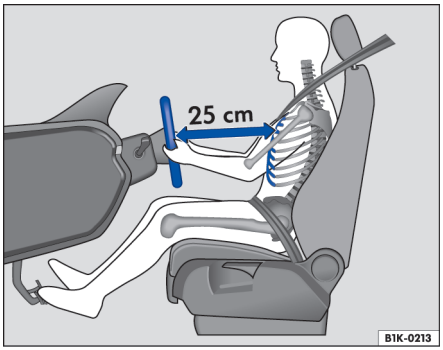

图 33 驾驶员与方向盘之间至少保持为 25 cm 的距离
- 调节方向盘，使驾驶员胸部与方向盘之间至少保持 25 cm 的距离。⇒图 33